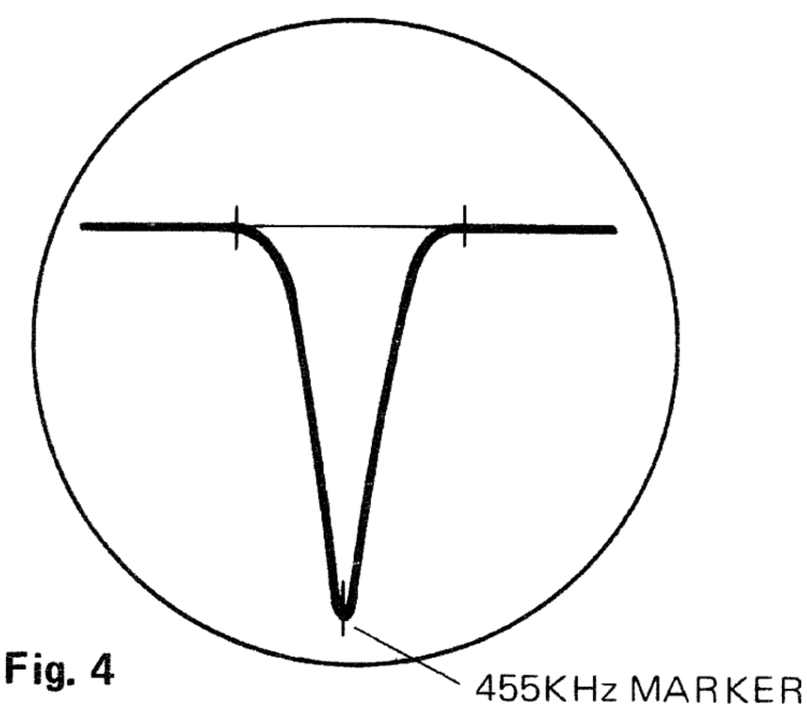

Fig. 4
(1) With the receiver set to a high receiving frequency (variable capacitor in full open position), adjust T202 and T203 until the IF waveform becomes maximum.
(2) If, in this case, the adjustment is difficult because of disturbing signals, the variable capacitor may be turned to facilitate the adjustment.
(3) The waveform displayed on the alignment oscilloscope is as shown in Fig. 4.